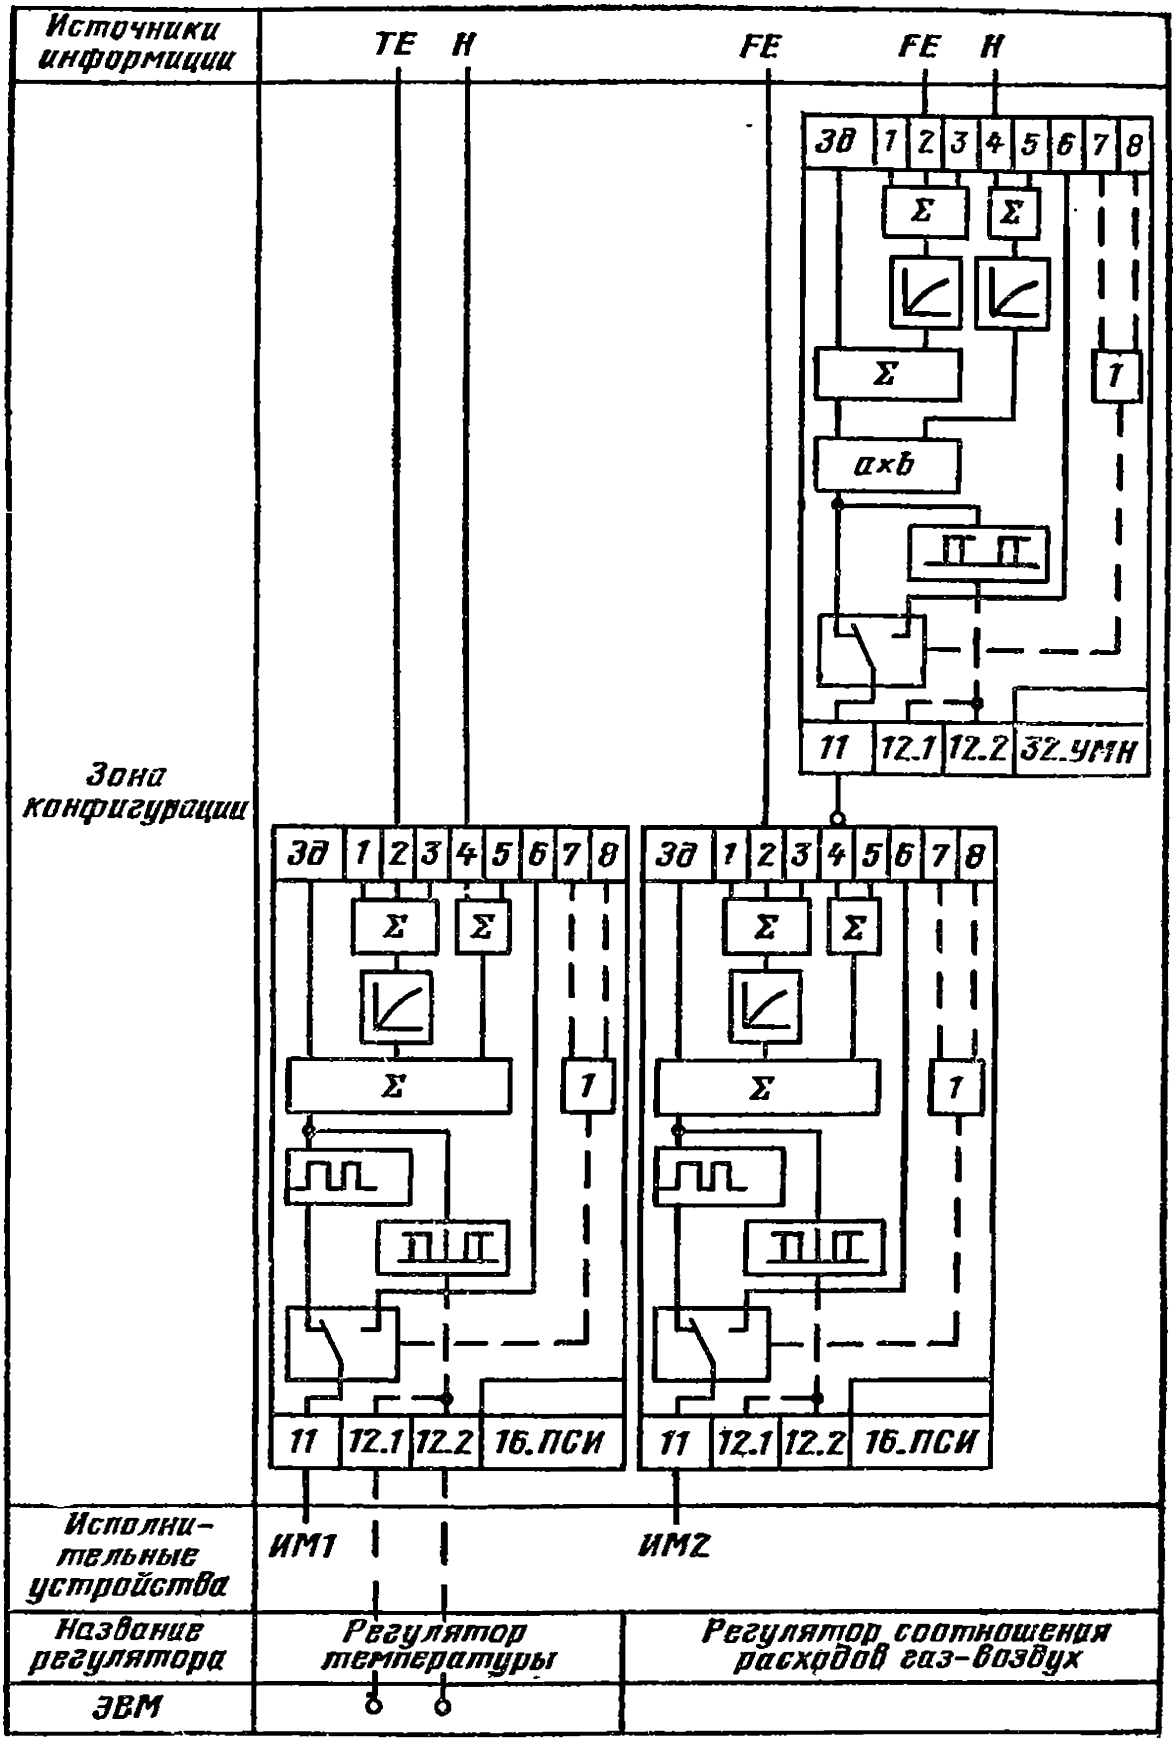

Рис. 10.14. Схема компонуемого Ремиконта Р-110 к рис. 10.13
10.6. Что обозначает запись $a \times b$ в одном из прямоугольников схемы Ремиконта на рис. 10.14?
10.7. Как расшифровать запись «32.УМН» в конфигурации Ремиконта на рис. 10.14?